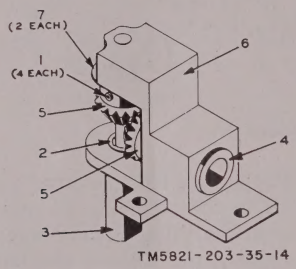

Figure 54. Miter gear assembly, 0.05 mc.
a. Disassembly of 0.05-Mc Miter Gear Assembly (fig. 54).
(1) Remove the 0.05-mc oscillator subassembly (par. 60*a*).
(2) Remove the three screws that hold the miter gear assembly to the main chassis and remove the 0.05-mc miter gear assembly from the chassis.
(3) Remove the two socket head setscrews (1) from the miter fab gear (5) on the 0.05-mc shaft (3).
(4) Remove the retaining ring (2) from the 0.05-mc shaft.
(5) Extract the 0.05-mc shaft from the machined bracket (6).
b. Reassembly of 0.05-mc Miter Gear Assembly (fig. 54).
(1) Insert the 0.05-mc shaft (3) in the machined bracket (6), through one of the miter fab gears (5), and tighten the setscrews (1).
(2) Replace the retaining ring (2) to the 0.05-mc shaft.
(3) Replace the 0.05-mc miter gear assembly to the main chassis and retain it with the three holding screws.
(4) Replace the 0.05-mc oscillator subassembly (par. 60*b*).